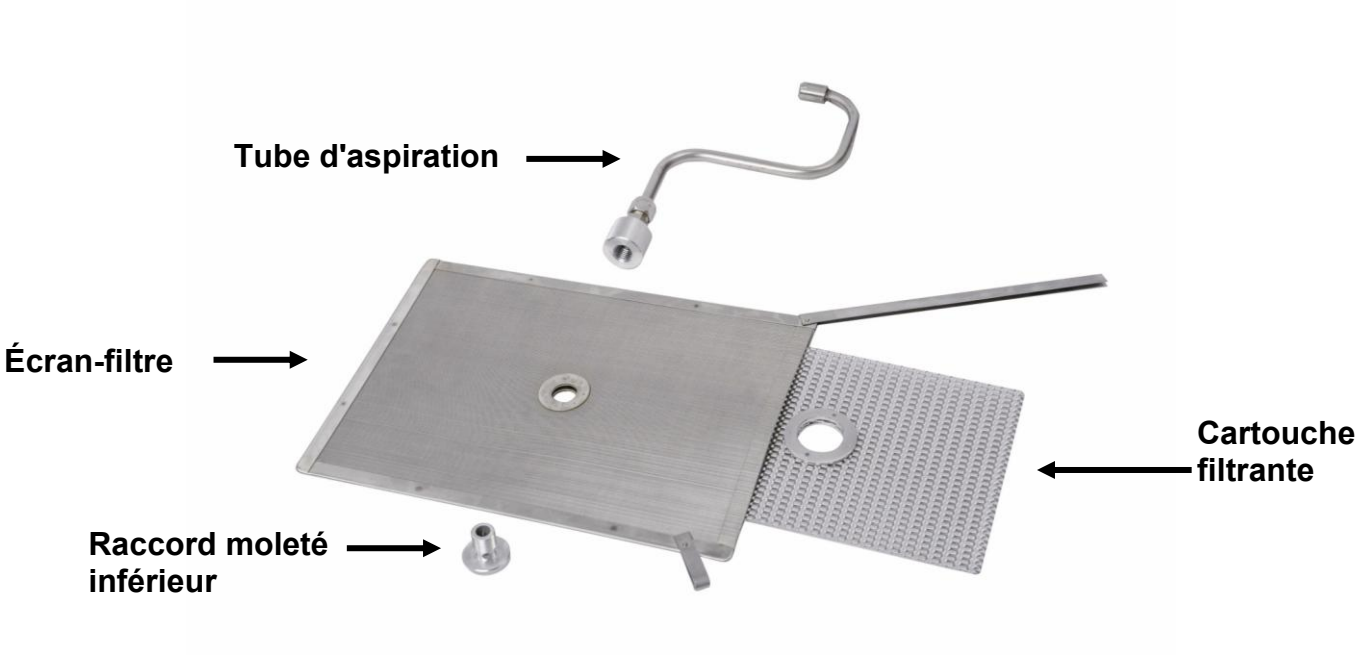

Fig.1
- Alignez avec soin la buse du tube d'aspiration pour l'accoupler avec le bloc-prise d'huile fixé au châssis de la batterie de friteuses. Fermez le tiroir. Voir les Figures 1, 2, 3 et 4.